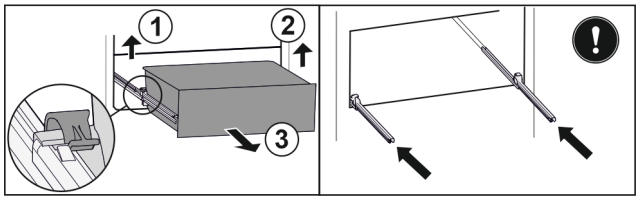

Fig. 121
▶ Emelje fel a bal oldali kapcsot, és ezzel egyszerre húzza előrefelé a fiók bal oldalát. *Fig. 121 (1)*
▶ Emelj fel a jobb oldali kapcsot, és ezzel egyszerre húzza előrefelé a fiók jobb oldalát. *Fig. 121 (2)*
▶ Vegye ki a fiókot előrefelé. *Fig. 121 (3)*